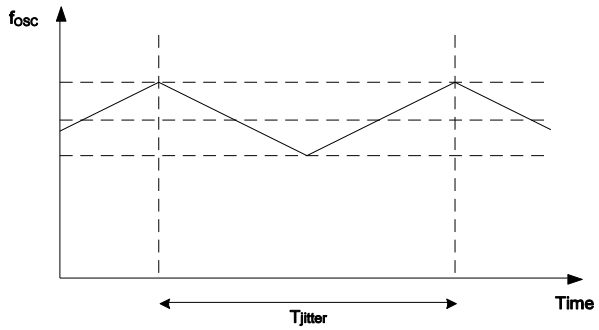

Figure 3: Frequency Jitter
A controlled current sourced (fixed at 2.72µA when V_{FB} = 2V) charges the internal C_{OSC} capacitor. Comparing the capacitor voltage to the TIMER voltage determines the switching frequency. Frequency jitter is accomplished by varying V_{TIMER} between 3.2V and 2.8V (see Figure 3). Determine T_{jitter} with Equation (1):